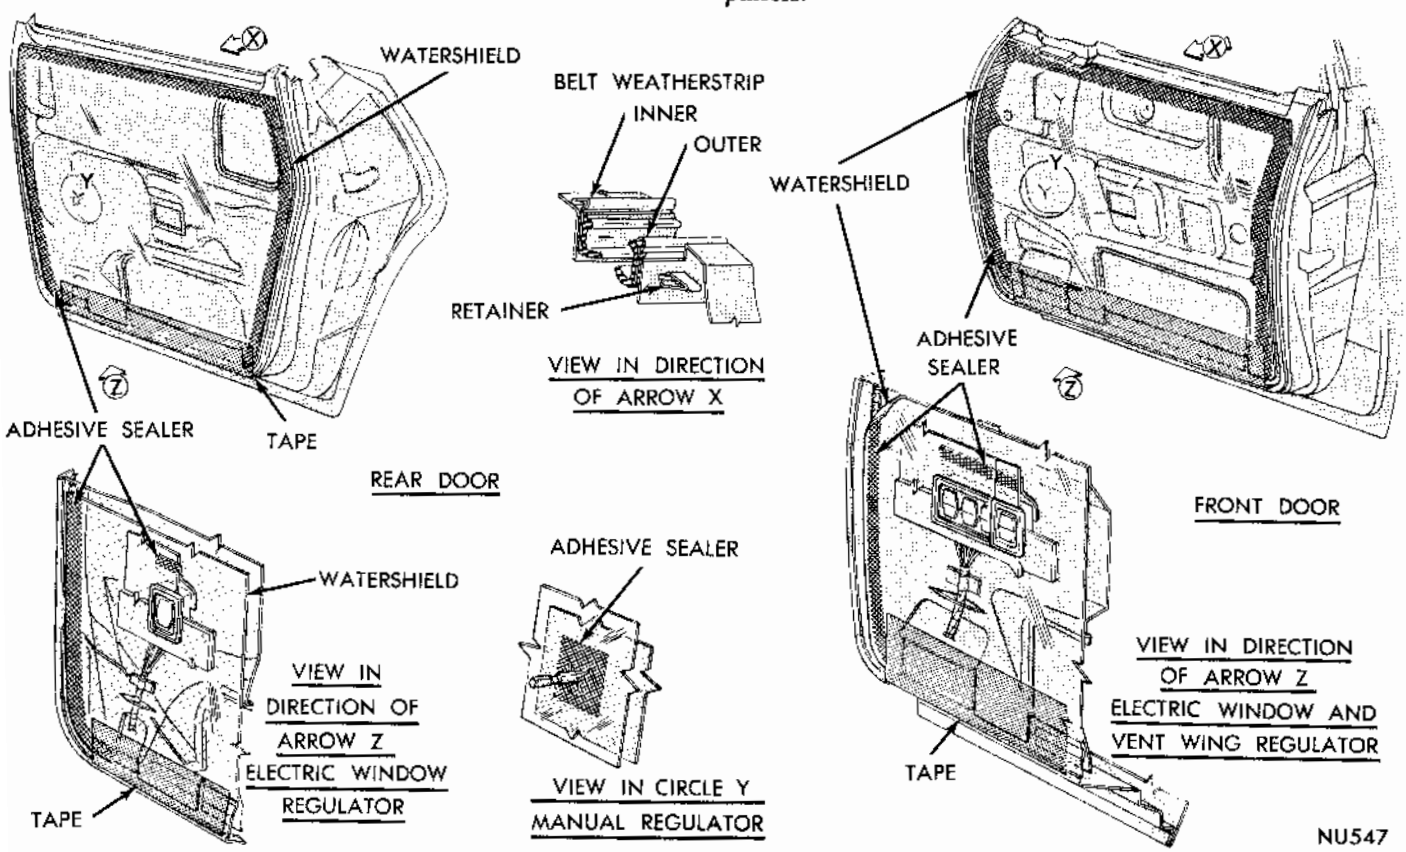

Fig. 15 - Door Watershields
(1) Remove inside handles and arm rests.
(2) Remove screws attaching trim panel to door inner panel.
(3) Insert a wide blade screw driver next to the retaining clips between trim panel and door frame. Snap retaining clips out of door panel and remove panel.
(4) Before installing trim panel, inspect condition of watershield (Fig. 15).
(5) Align trim panel retaining clips with holes of door frame and bump into place with heel of hand.
(6) Install trim panel to door screws, escutcheon washer, handles and arm rest.
Refer to Figure 15 for sealing areas and applications of watershields. The lower edge of shield must be inserted into the slots in bottom of inner panels.